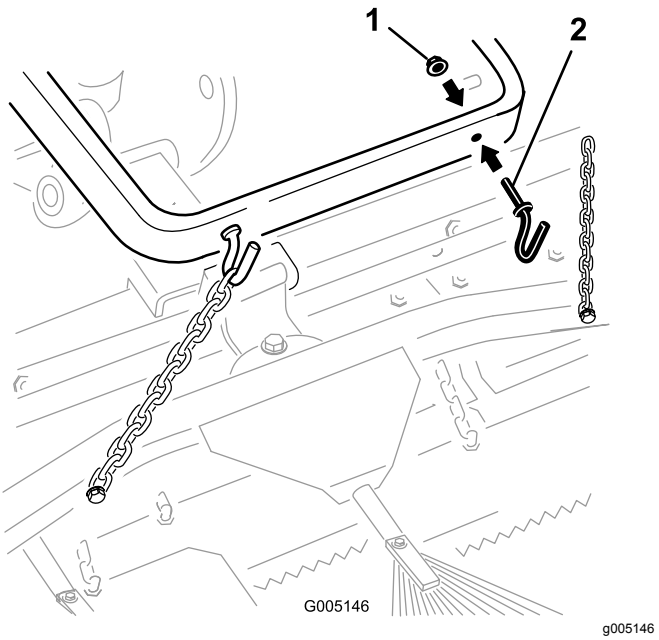

Figur 5
A. Montera två krokar på lyftarmens baksida med hjälp av två muttrar (⅜ tum) (Figur 5). Sätt fast kedjorna på krokarna vid önskad längd.